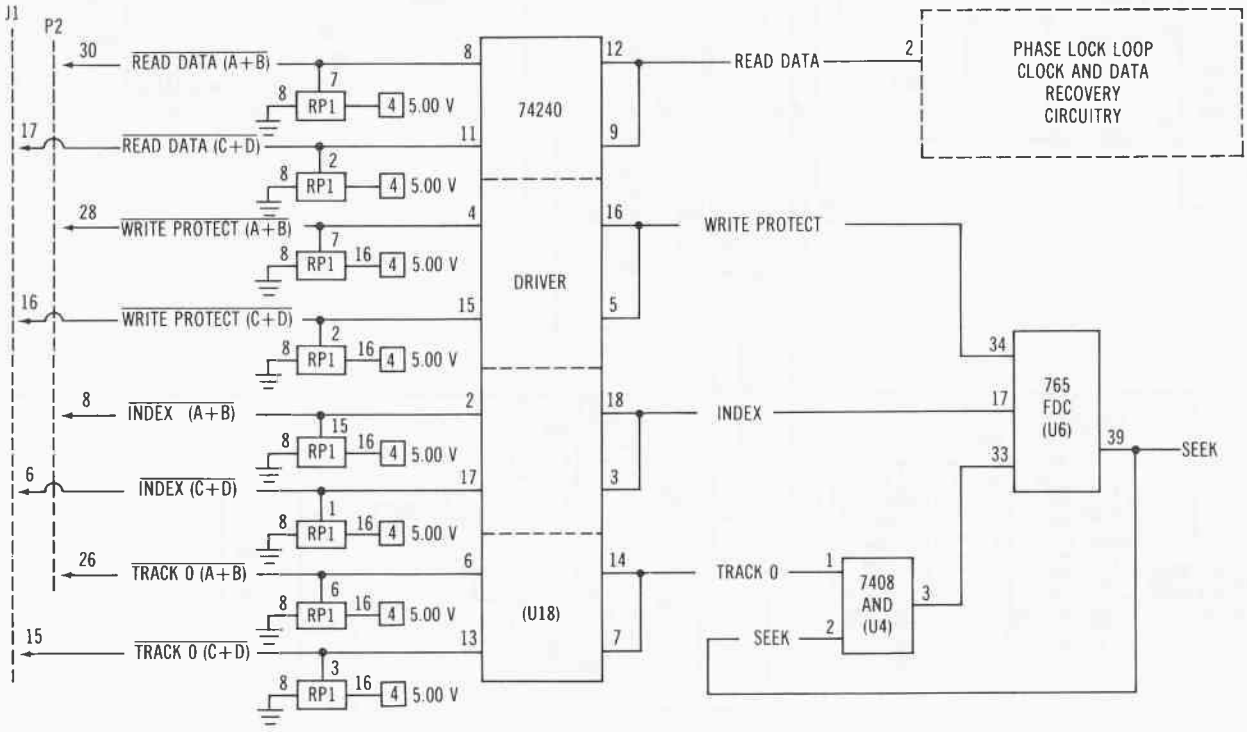
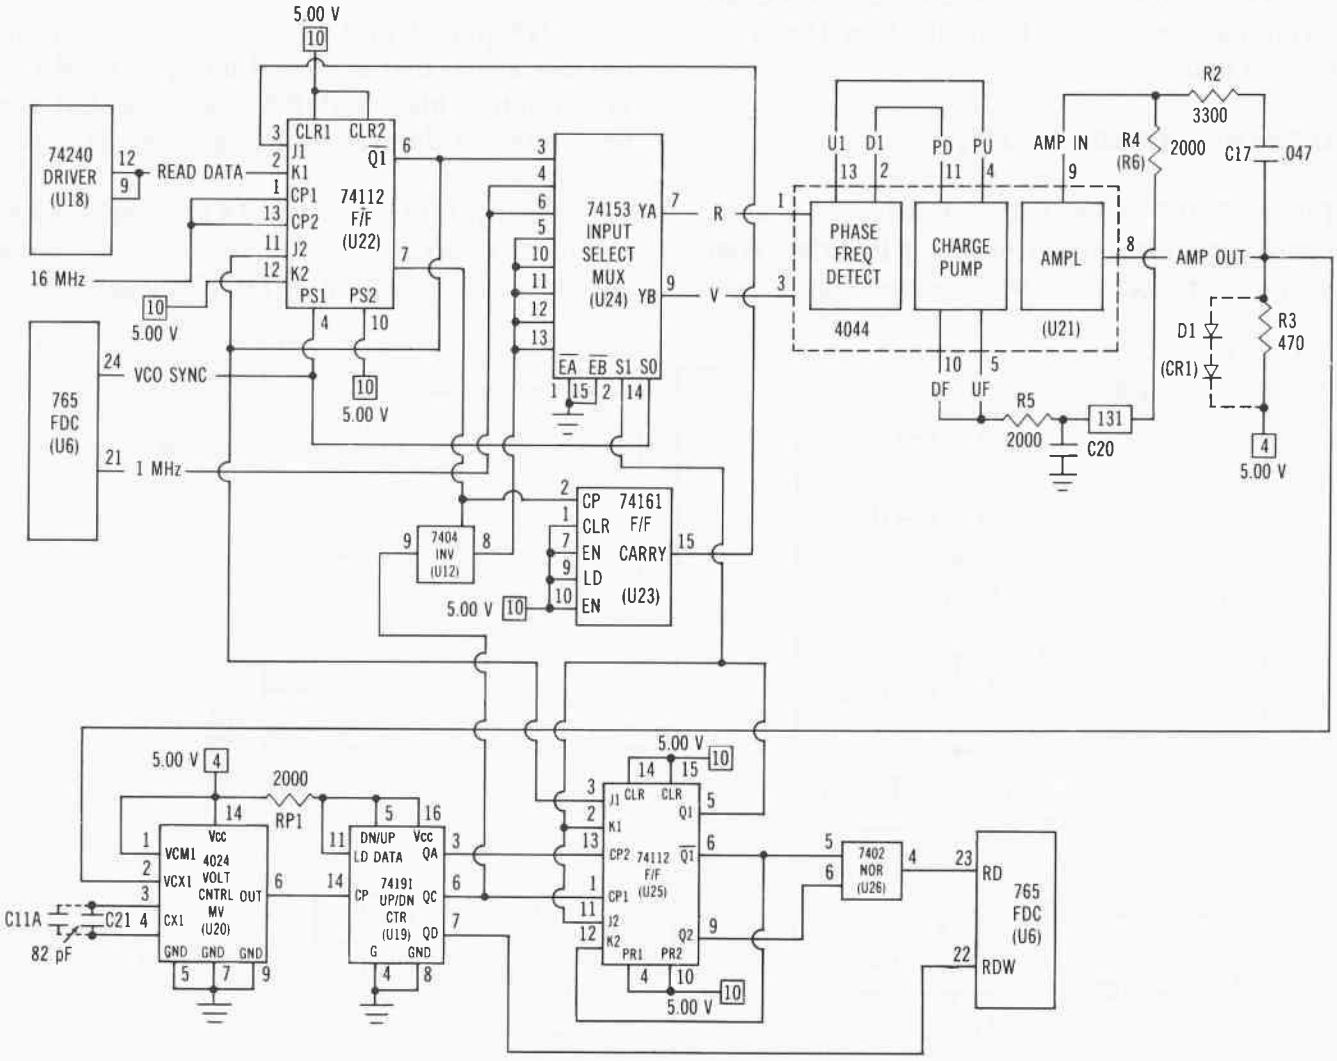

Fig. 2-103. Disk drive to adapter board input circuitry.
Fig. 2-104. Phase lock loop clock and data recovery circuitry.
Figure 2-103 shows the disk drive to adapter board input circuitry. Connector P2 brings composite read/clock data, write protect status, index information, and track 0 information from drives A and B into the 74LS240 octal inverter tristate buffer U18. Connector J1 handles the same signals for drives C and D.
During a read operation, the composite clock/data bit stream is buffered through U18 to a phase lock loop clock and data recovery circuitry, as shown in Fig. 2-103. Figure 2-104 expands the READ DATA handling circuitry to show the phase lock loop (PLL) pulse shaper, phase comparator, PLL oscillator, and FDC input read data and data window circuitry. The phase lock loop constantly analyzes the frequency of an input signal and locks another oscillator to the input frequency.
In Fig. 2-104, 74LS112 U22 and 74LS153 serve to shape the data pulses before presenting to the input (pin 1) of PLL U21. At the output of U21 is an analog filter circuit that produces an error voltage from the PLL pump up (PU) and pump down (PD) signals derived from the phase difference between the PLL local oscillator U20 output and the READ DATA input.
The pin 6 output of U20 is connected to input pin 14 of 74LS191 up/down counter U19. Pin 5 (U*/D) is strapped high through a 2K resistor RP1 causing U19 to operate in the countdown mode. Output Qa (pin 3) functions as a pin 13 clock input for 74LS112 flip-flop U25. Pin 6 clocks another part of U25 to enable a composite READ DATA signal from output pin 6 of the 74LS112 input PLL pulse shaper flip-flop U22 in the upper left of Fig. 2-104 to clock out the Q1* (pin 6) and Q2 (pin 9) lines of U25 through 74LS02 NOR gate U26 into pin 23 of U6.